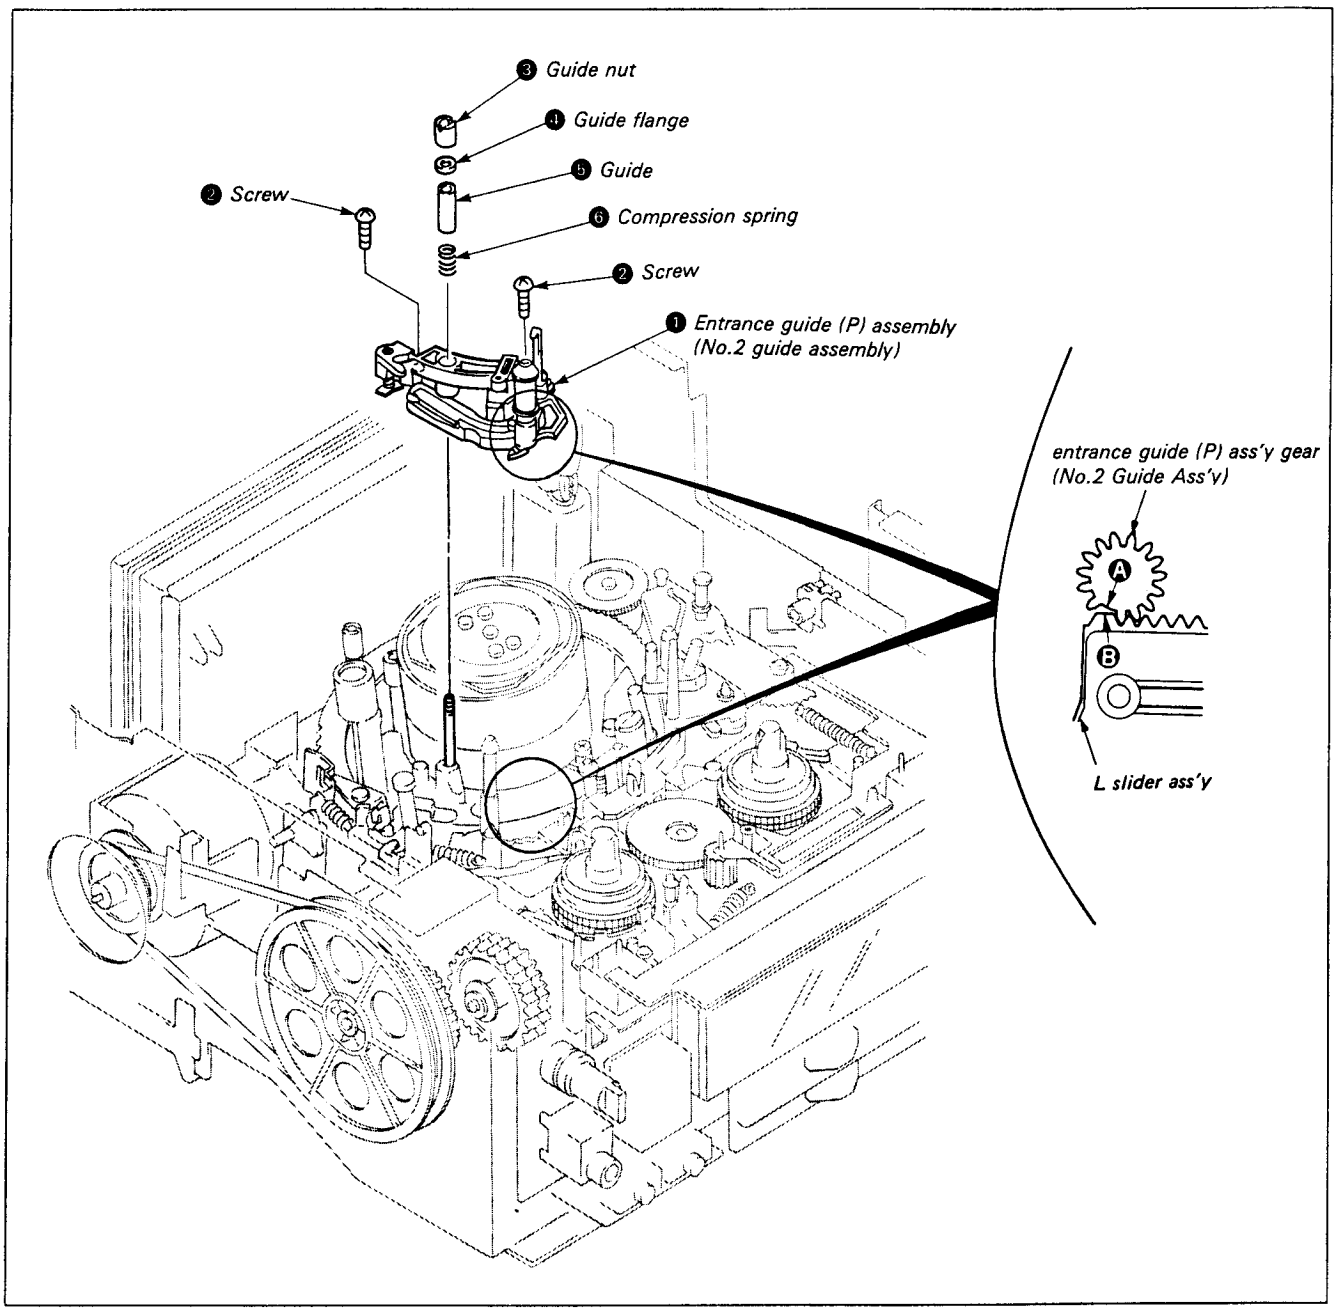

*Fig. 7-29.*
### 7-3-10. Entrance Guide (P) Assembly (No. 2 Guide Assembly) (See Fig. 7-29.)